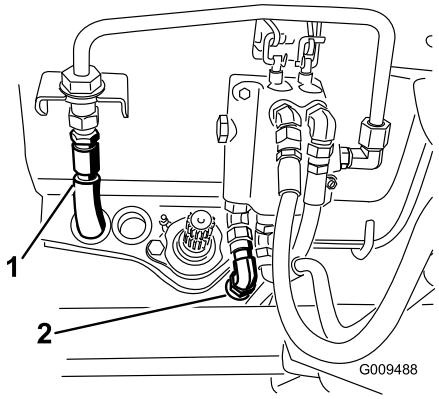

**Rysunek 76**
17. Odłącz przewód do zbiornika od przewodu sztywnego przy zaworze sterującym (Rysunek 76).
19. Odłącz przewód ciśnieniowy od zaworu sterującego (Rysunek 76).